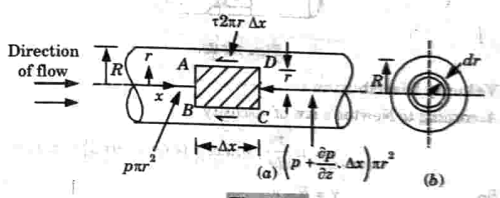

Fig. 4.2.1.
2. Direction of fluid is shown in Fig. 4.2.1.